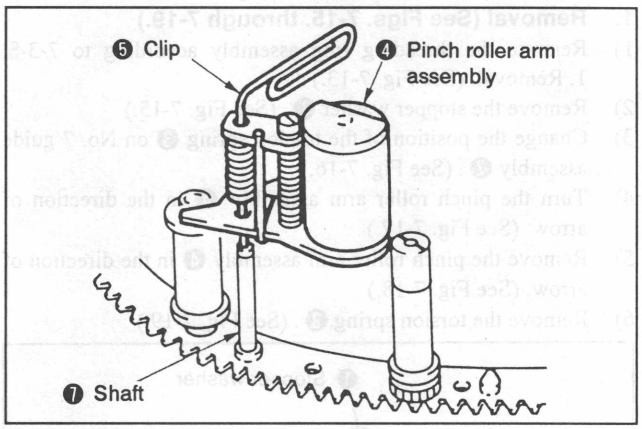

Fig. 7-23.
3) Put the end of the clip ❺ to the threading ring assembly shaft ❼ and mount the pinch roller arm assembly ❹. (See Figs. 7-23. and 7-24.)